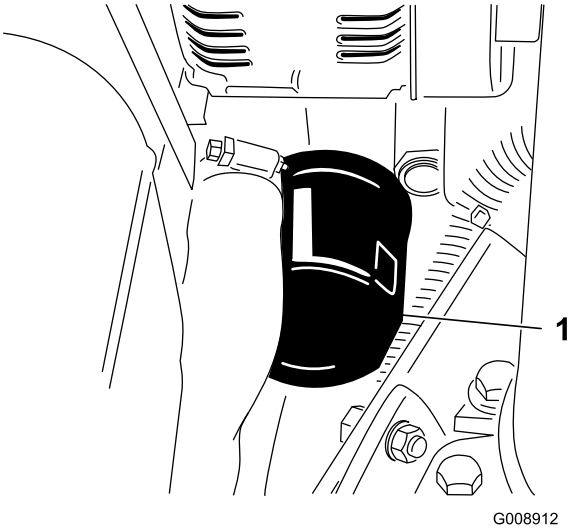

Rysunek 65
2. Wyciągnij filtr oleju (Rysunek 65).